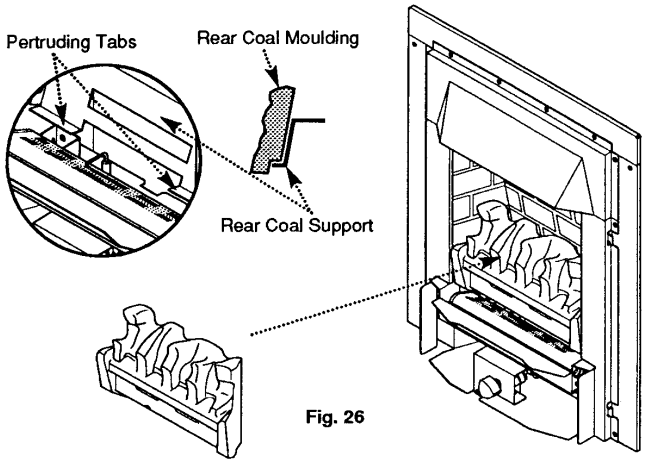

Fig. 26
1. Carefully position the rear coal moulding into the rear of the fire. The undercut in the base of the moulding should rest on the pertrudng tabs of the rear coal support. The back face of the moulding should come to rest on the front face of the rear coal support and shall be centrally positioned (Fig. 26). Care should be taken that the rear coal moulding does not fall forward at this stage.